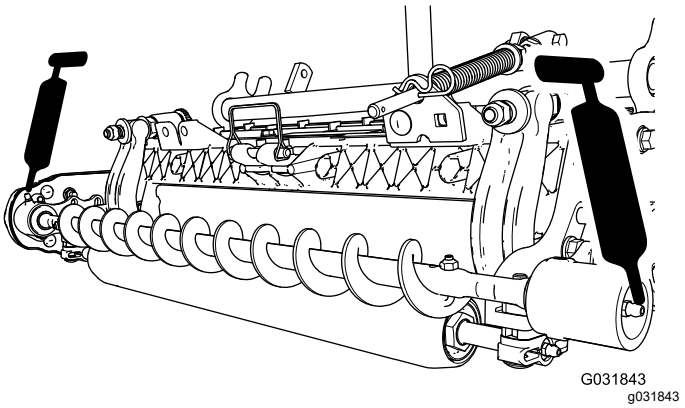

Figuur 20
3. Smeer de smeernippels op de beide lagerbehuizingen van de rolborstels met nr. 2 vet op basis van lithium (Figuur 20). Veeg eventueel overtollig vet weg, met name rond de afdichtingen.